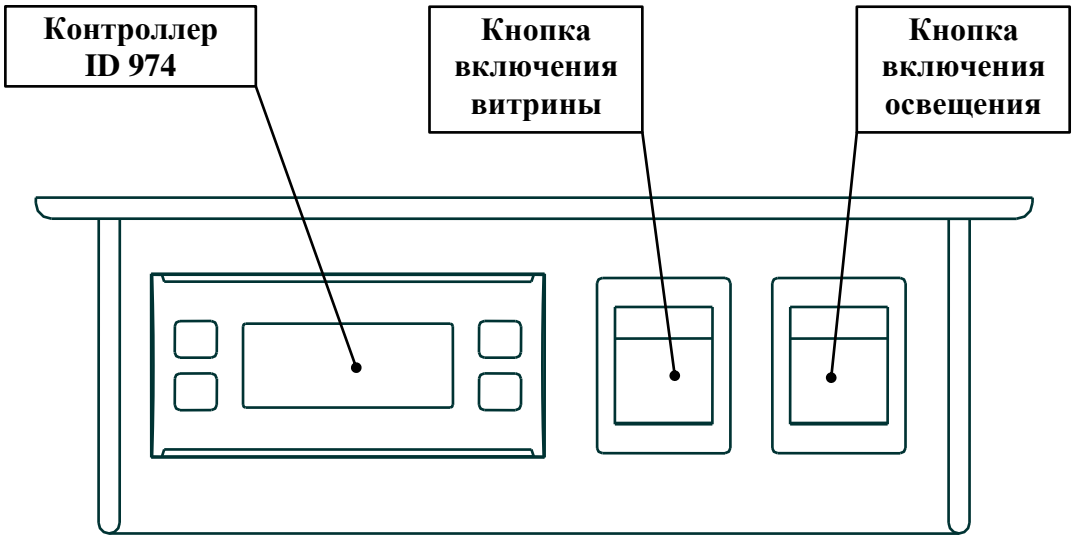

Рис. 2. Блок управления витрины **«ВИЛИЯ» ВН**
- Электрическая система включает в себя пульт управления, защитный автоматический выключатель, блок силового электрооборудования, нагревательные элементы (для электрической оттайки испарителя, подогрева стеклопакета и боковин) и встроенный верхний светильник. На пульте управления находятся (см. рис. 2): выключатель питания, выключатель освещения, электронный регулятор (контроллер). Защитный автоматический выключатель и блок силового электрооборудования располагаются в подставке под корпусом витрины.